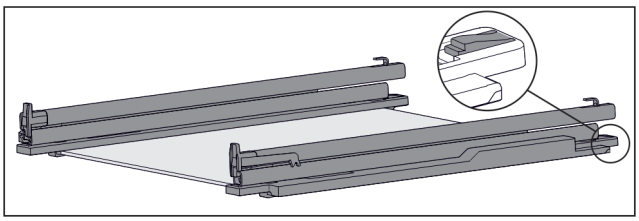

Fig. 125 Glasplatte mit Schienen und Halteteilen
▶ Halteteil hinten herunterdrücken (siehe Fig. 125) und gleichzeitig Schiene nach hinten schieben.